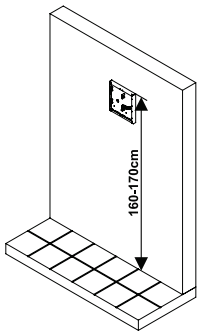
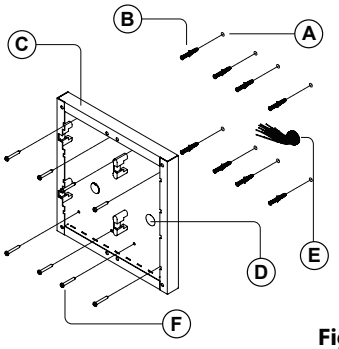

Fig. 66
Fig. 67
1. Place the surface box against the wall (165-170cm between the top of the box and the floor level as shown in **Fig.66**), mark the fixing holes Ⓐ for the wall plugs Ⓑ and the hole for the cables Ⓔ **(Fig.67).** Observe the orientation of the box with the hinge on the left;
2. As shown on **Fig.67,** drill the fixing holes Ⓐ, insert the wall plugs Ⓑ and feed the cables Ⓔ through the surface box opening Ⓓ, fix surface box Ⓒ to the wall using the screws Ⓕ;
1. Protect the module support frame fixing holes from dust then embed the back box into the wall (165-170cm between the top of the box and the floor level as shown on the **Fig.66**) feeding the cables Ⓔ **(Fig.67)** through a previously opened hole in the box. Observe the direction of the box ensuring the hinge is on the left and take care that the box profile is in line with the finished wall profile;